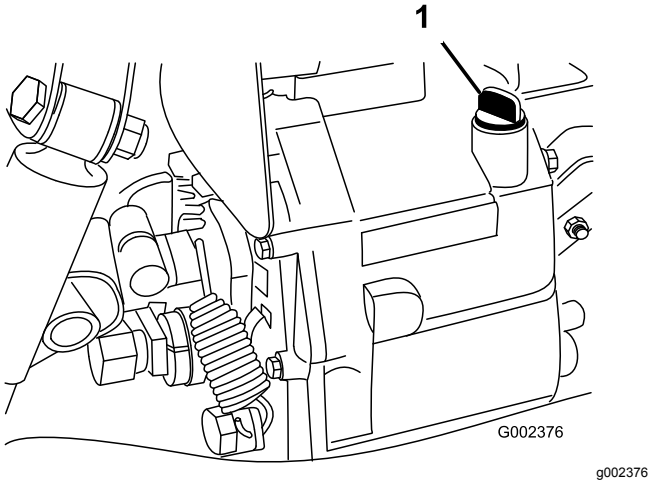

Figura 68
4. Pulite attorno all'asta di livello (Figura 68).